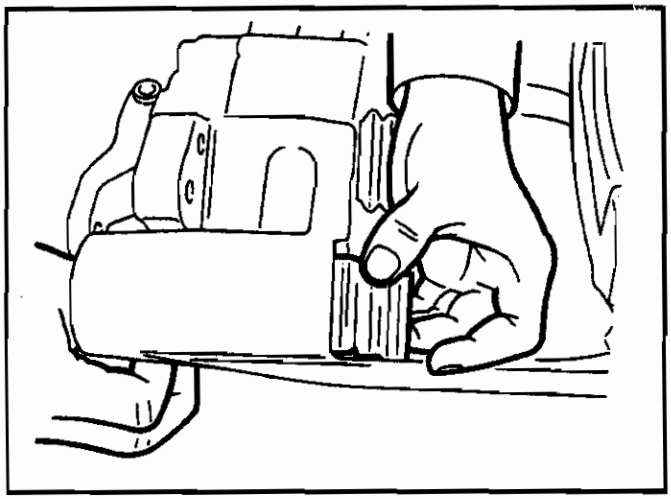

Figure 14.
7. Locate the guide pin boots onto the housing retainers and gently pull the guide sleeve to check the secure location (Figure 14).